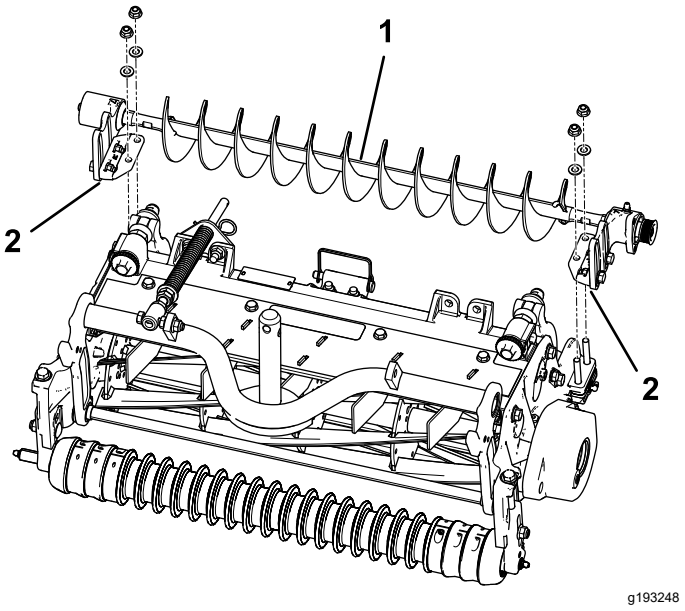

Figur 10
4. Plasser monteringsbraketter for venstre eller høyre valsebørsteenhet på brakettboltene (Figur 10).